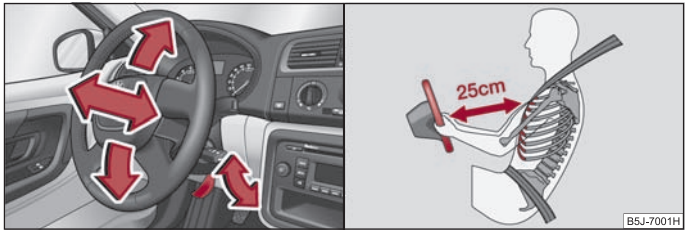

Fig. 91 Adjustable steering wheel: Lever below the steering column / Safe distance to steering wheel
- Pull the lever below the steering column ⇒ fig. 91 down ⇒ ⚠.
- **The driver must maintain a distance of at least 25 cm to the steering wheel ⇒ fig. 91 on the right. Not maintaining this minimum distance will mean that the airbag system will not be able to properly protect you – hazard!**